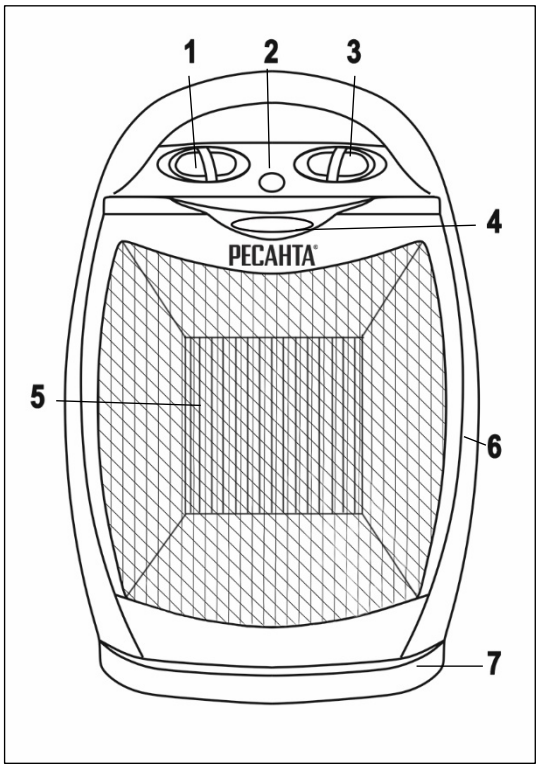

Рис. 1 ТВК-1, ТВК-2, ТВК-1800
3. Для модели ТВК-2 включите кнопку поворота 2 (Рис.1), чтобы тепловентилятор мог вращаться вокруг своей оси, в пределах 90 градусов относительно среднего положения.